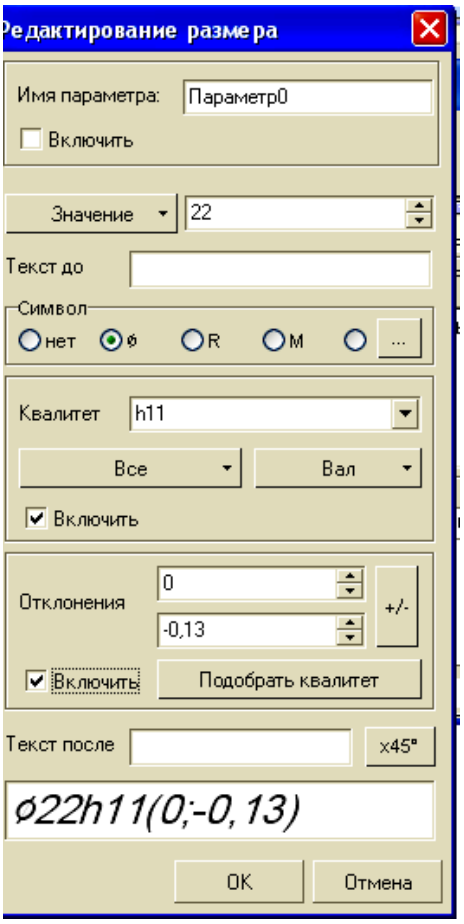

Рисунок 7.2 – Вікно **Редактирование размера**
3. У вікні **Редактирование размера** (рис. 7.2) увести необхідні параметри розміру: